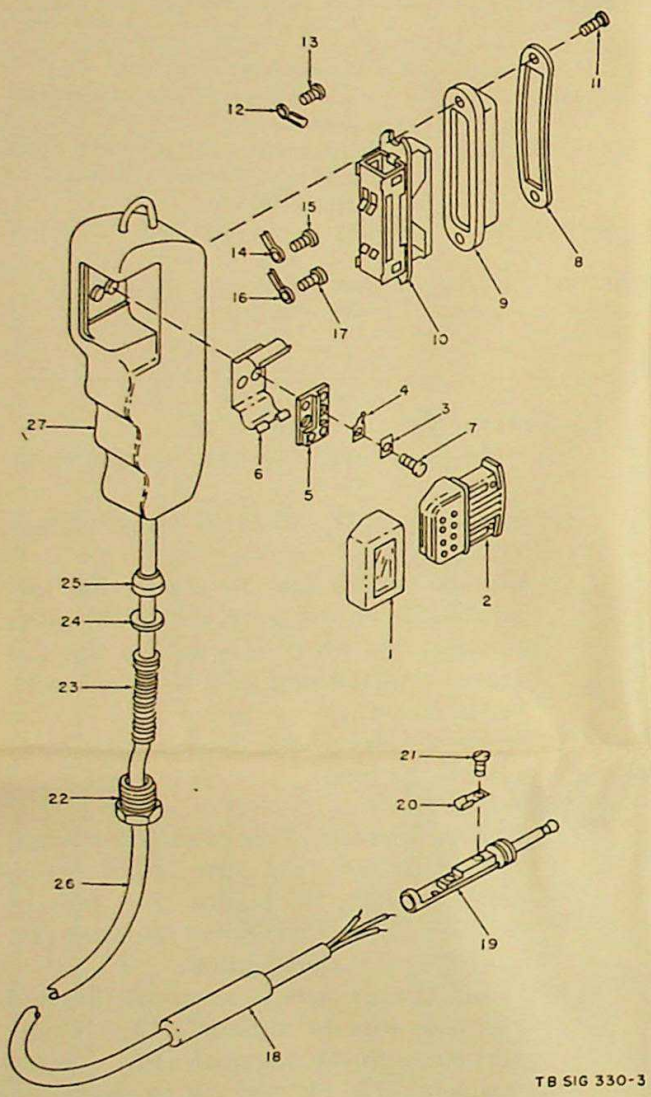

Figure 4. Microphone M-52/U, exploded view.
11. Disassembly (fig. 4). *a. Microphone Unit M–51/UR.*
c. Cable (fig. 4).
(1) Remove the staycord screw (17), and crimp terminal (16). Pry the staycord from the terminal.
(2) Remove the binding-head screws (13 and 15) and the crimp terminals (12 and 14). Pry the terminals from the wires.
(3) Unscrew the stud (22), and remove the cable (26), the strain-relief spring protector (23), the washer (24), and the bushing (25).
d. Plug (fig. 4).
(1) Unscrew the sleeve (18) from the body (19) of the plug, and slide the sleeve back over the cable (26).
(2) Remove the screws (21) and terminals (20) from the body of the plug (19).
(3) Unsolder the wires of the cable (26) from the terminals (20).
(4) Pull the sleeve (18) from the cable (26).
12. Reassembly (fig. 4). *a. Plug.*
(1) Slide the sleeve (18) back on the cable (26).
(2) Solder the cable wires to the terminals (20).
(3) Use the screws (21) to attach the terminals (20) to the body (19) of the plug. Connect the white wire to the tip, the red wire to the ring, and the black wire to the sleeve.
(4) Screw the sleeve (18) back on the body (19) of the plug.
b. Cable (fig. 4).
(1) Run the free end of the cable (26) through the stud (22), the strain-relief spring protector (23), the washer (24), and the bushing (25). Then screw the stud (22) into the microphone handle.
(2) Crimp the red wire to terminal (14) and the blue wire to terminal (12). Crimp the staycord to terminal (16). Secure terminals (12, 14, and 16) to the microphone handle using screws (13, 15, and 17). Be sure the staycord is held tightly in place.
c. Switch (fig. 4).
(2) Refer to figure 4 and attach the switch cover (9) to the switch (10), and set the switch in the microphone handle cavity.
(3) Set the clamp (8) over the switch, and secure it in place with the two screws (11). Be sure that the switch cover does not protrude from under the clamp.
d. Microphone Unit M-51/UR (fig. 4).
(1) Set the clip (6), insulator (5), contacts (4), and flat washers (3) in place in the microphone cavity, and secure them in place with the screws (7). Be sure the contacts point up toward the microphone handle hanger.
(2) Push the cover (1) on the microphone unit (2).
(3) Snap the microphone unit (2) into the clip (6) so that the unit contacts will set firmly against the contacts (4) in the cavity.
13. Final Testing. *a. Test Equipment.* Build a test jig by using an insulated clip and contacts from a spare microphone handle (fig. 4). Solder an insulated 20 gage copper wire, 2 feet long, to each contact. Strip about 1 inch of insulation from each wire at the unsoldered ends. Use Telephone Test Set AN/PTM-6 for the efficiency and noise cancellation tests; use Multimeter AN/URM-105 for the voltage and current tests on the switch.
b. Efficiency Test. Place Microphone Unit M-51/UR in the test jig (*a* above). Turn on the test set and allow 5 minutes for it to warm up. Attach one lead from the test jig to the TRANS binding post and the other lead to the COMM binding post. Set the test set controls as follows: key 1 to CBPE, key 2 to RCT, key 7 to AC, switch D1 to 2, switch D3 to 4, switch D5 to 1 and EQUALIZER switch S2 to IN. Precondition the microphone by rotating it back and forth about its central axis, and set the face of the microphone against the sound source screen. Hold key 8 at the TRANS position and press in on key 9. The meter should read to the right of −8 decibels (db).